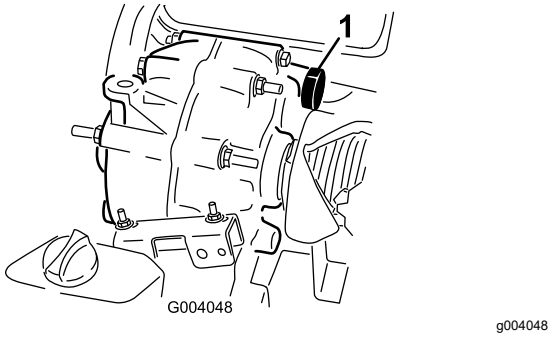

Figur 58
7. Fyld beholderen (Figur 58) gennem påfyldningsproppens åbning med cirka 1,4 liter af den angivne væske, eller påfyld, indtil